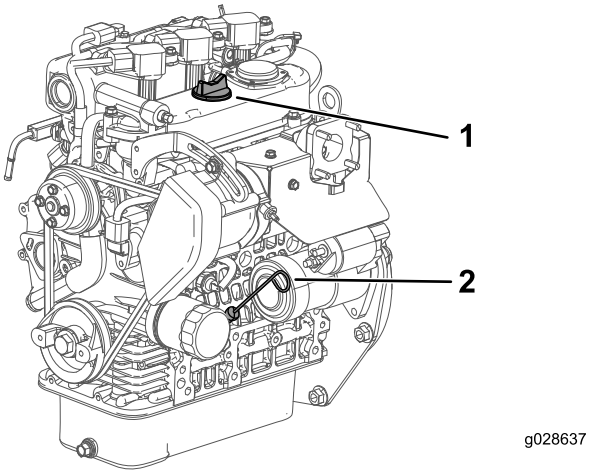

Figur 15
2. Ta ut peilestaven og tørk den med en ren fille (Figur 15).
3. Sett peilestaven inn i røret, og pass på at den når helt ned (Figur 15).
4. Fjern peilestaven, og sjekk oljenivået (Figur 15).
5. Hvis oljenivået er lavt, må du ta av tanklokket (Figur 15) og fylle på nok olje til at nivået når opp til Full-merket på peilestaven.
6. Sett peilestaven på plass (Figur 15).